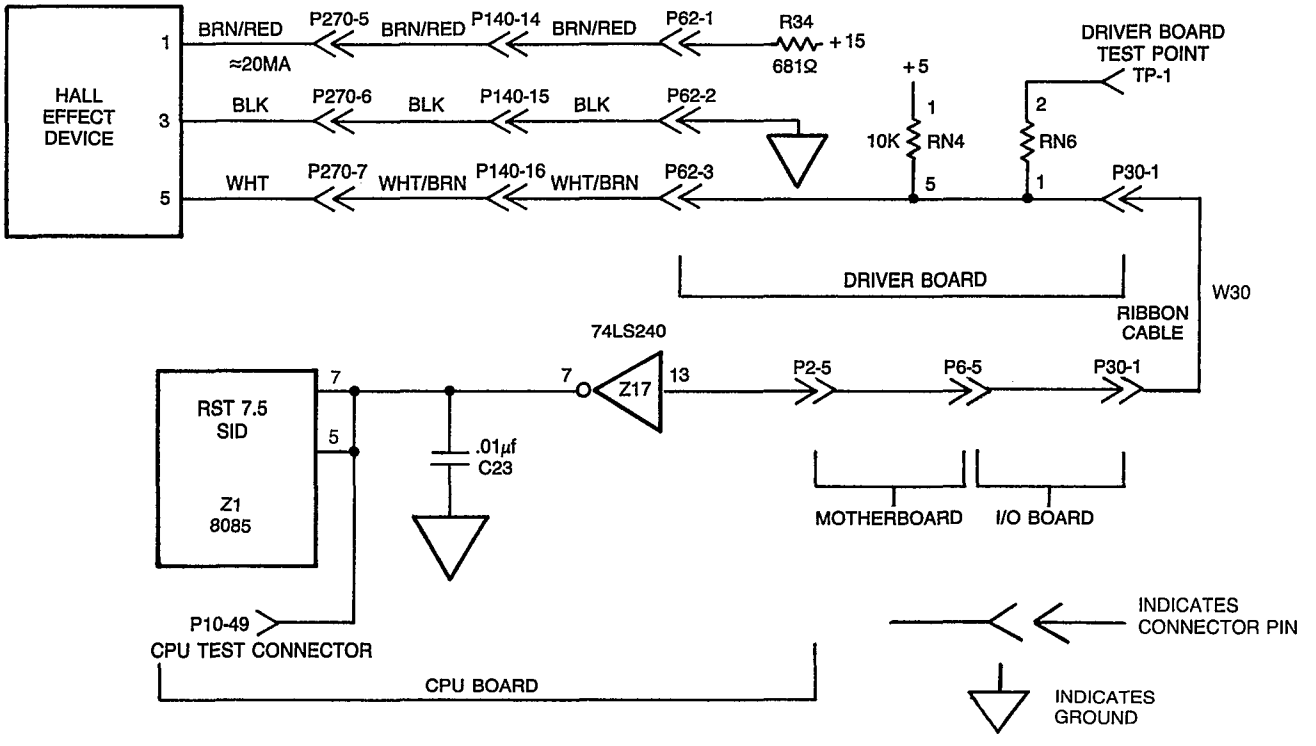

Figure 2-28, Pump counter flowchart
b. Pump Counter (Hall Effect Device). This system a magnetic Hall Effect Device pump counter. The counter signal is simply transferred from the driver board to the interrupt RST 7.5 on the CPU pcb for processing. (See Figure 2-28 for the pump counter flowchart.) It is also applied to the SID input of the CPU allowing sampling for signal debouncing.